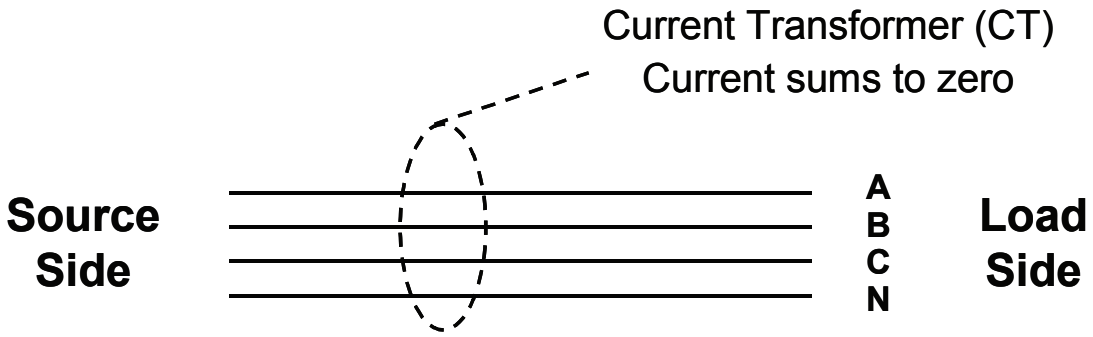
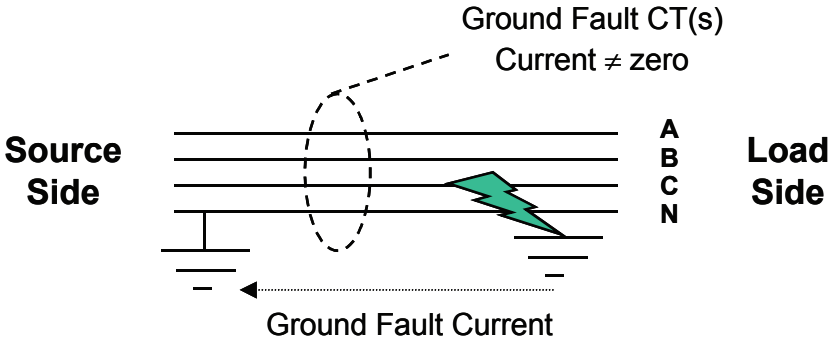

Figure 5
Figure 6
The basic concept utilized in monitoring ground fault current is that the outward current should equal the returning current. Ground fault monitoring is typically accomplished with a "summation of currents" process using one or more current transformers (CT). Under normal operation, inbound currents should be equal to all outbound currents and cancel each other when measured at the transformer(s). If current flows through the grounding conductor and/or the facility ground plane, the inbound and outbound currents no longer cancel through the ground fault current transformer(s) and a ground fault is detected. Figure 5 illustrates this configuration.
The configuration in figure 5 is called zero sequence ground fault monitoring. In this configuration, the neutral (grounded) conductor is included in the current summation. By including normal single–phase neutral currents, the ground fault monitor process can be more sensitive than methods that exclude the neutral currents. Although zero sequence monitoring offers increased sensitivity, it requires that the neutral be bonded to ground on the source side of the ground fault current transformer(s). Figure 6 shows the correct bonding for zero sequence GFP & GFI.